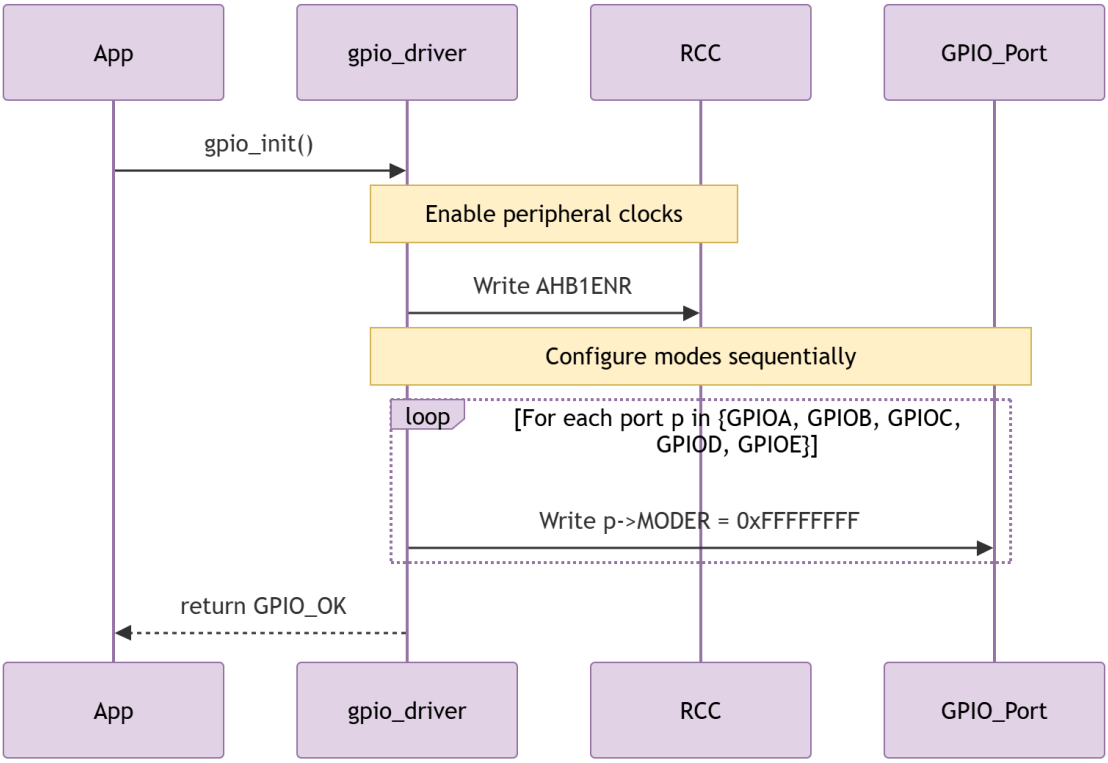
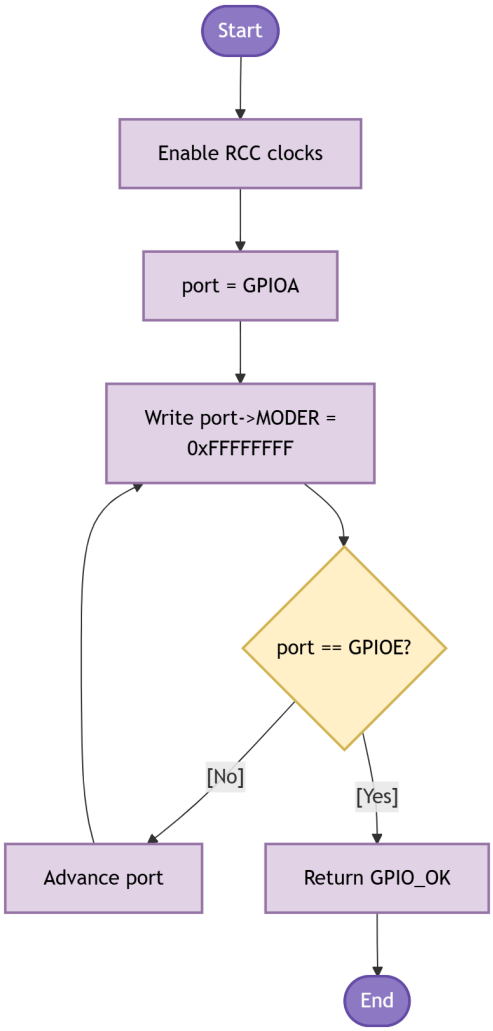

Figure 6. Sequence Diagram - Driver Action with Loop
Figure 7. Activity Diagram - Driver Action with Loop
- It writes 0xFFFFFFFF to the MODER register of each port (Figure 6, Figure 7 show the loop). This value places all 16 pins of every port in analog mode -- the hardware reset state. Doing this explicitly guarantees a known starting configuration regardless of what the bootloader may have left behind.